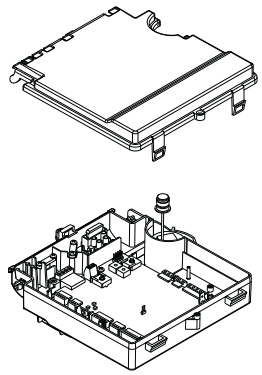

Рис. 3.5
- Снимите крышку, которая закрывает клеммную колодку (рис. 3.5)
- Проденьте кабель питания и термостата температуры в помещении, которые вы хотите подключить (рис. 3.5а)
Рис. 3.5а